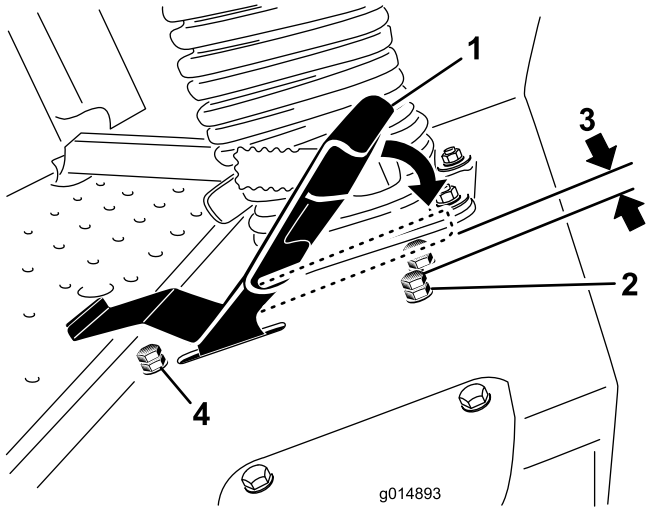

Figur 47
3. Løsn kontramøtrikken på stopbolten til traktionspedalen (Figur 47).